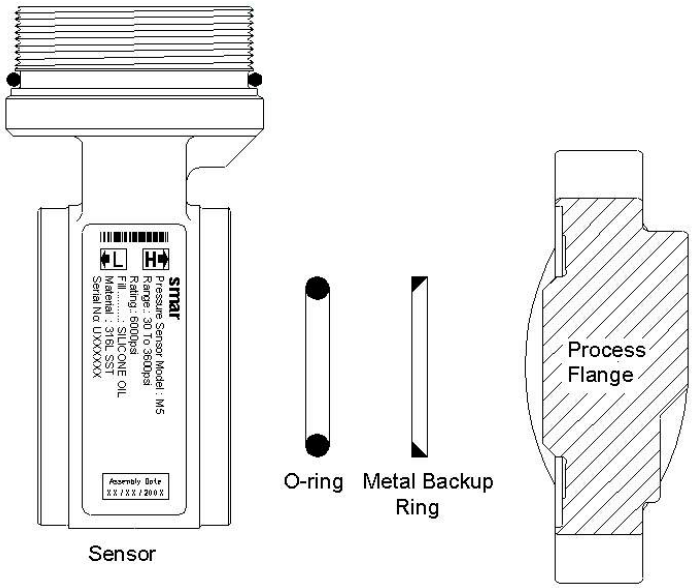

Figure 4.2 - Backup Ring Mounting
Backup Rings High pressure transmitters A5, M5, M6 and High static pressure transmitters H2, H3, H4, H5 and the sensors with tantalum diaphragm that use Buna-N or Viton O'Ring must use a metallic backup Ring (17) to prevent extrusion of O'Ring. Do not use the backup O'Ring when the flange has an insert of Kynar (PVDF). Avoid bending the backup ring and inspect it for knots, cuts etc. Be careful when mounting it. The flat side, which shines more than the bevelled side should be mounted against the O'Ring. (See Figure 4.2 - Backup Ring Mounting).